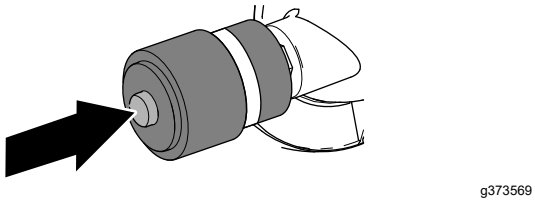

Figuur 83
1. Als er een rode band op de onderhoudsindicator verschijnt, moet u op de resetknop aan het uiteinde van de indicator drukken (Figuur 83).